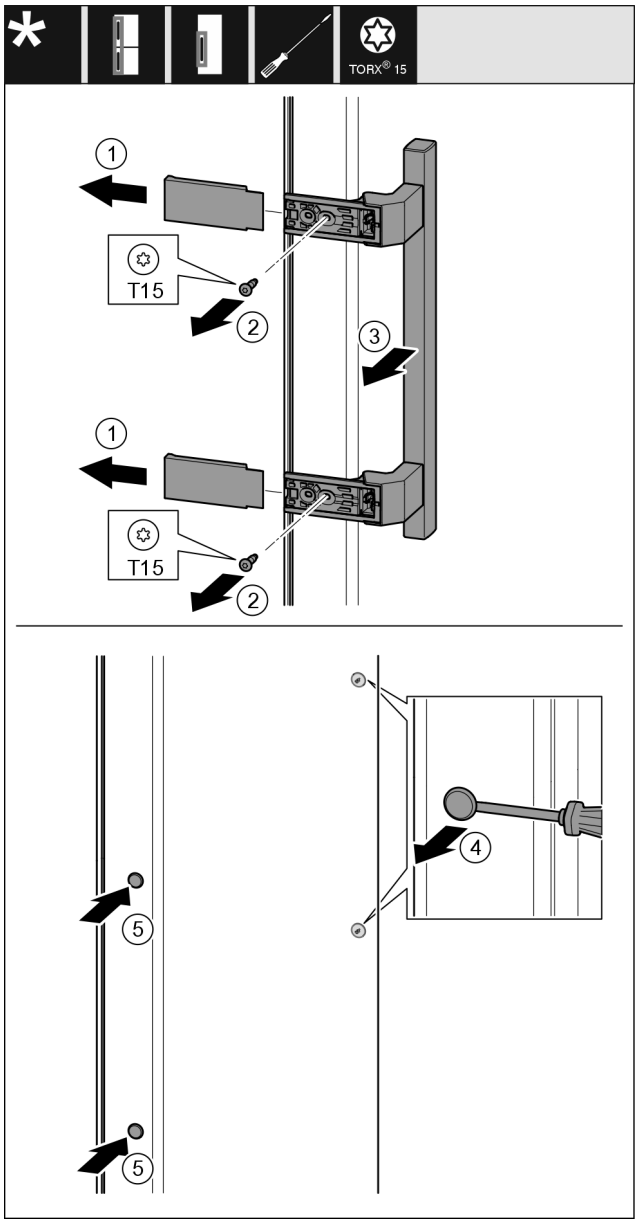

Fig. 10
- ▶ Træk afdækningen af. *Fig. 10 (1)*
- ▶ Skru skruerne af med en Torx 15-skruetrækker. *Fig. 10 (2)*
- ▶ Tag grebet af. *Fig. 10 (3)*
- ▶ Løft forsigtigt sideproppen af med en kærvskruetrækker, og træk den ud. *Fig. 10 (4)*
- ▶ Indsæt proppen igen på den anden side. *Fig. 10 (5)*